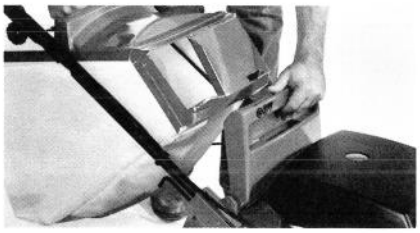

Abbildung 14
6. Um den Sack zu entfernen, DEN MOTOR ABSTELLEN, über die Griffe reichen und den Sack mit einer Hand fassen. Mit der anderen Hand die hintere Türe ganz öffnen, damit der Sack gelöst wird (Abb. 14).